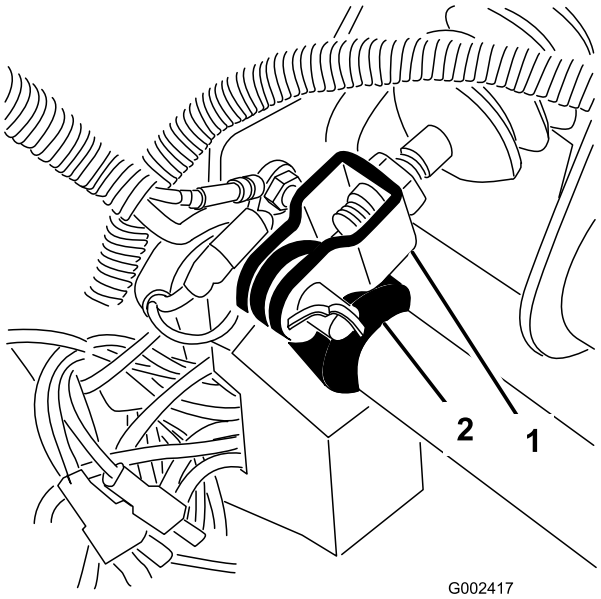

Figura 69
1. Retire o contrapino e o passador de forquilha que fixam a culatra do cilindro principal ao ponto de articulação do pedal de travão (Figura 69).